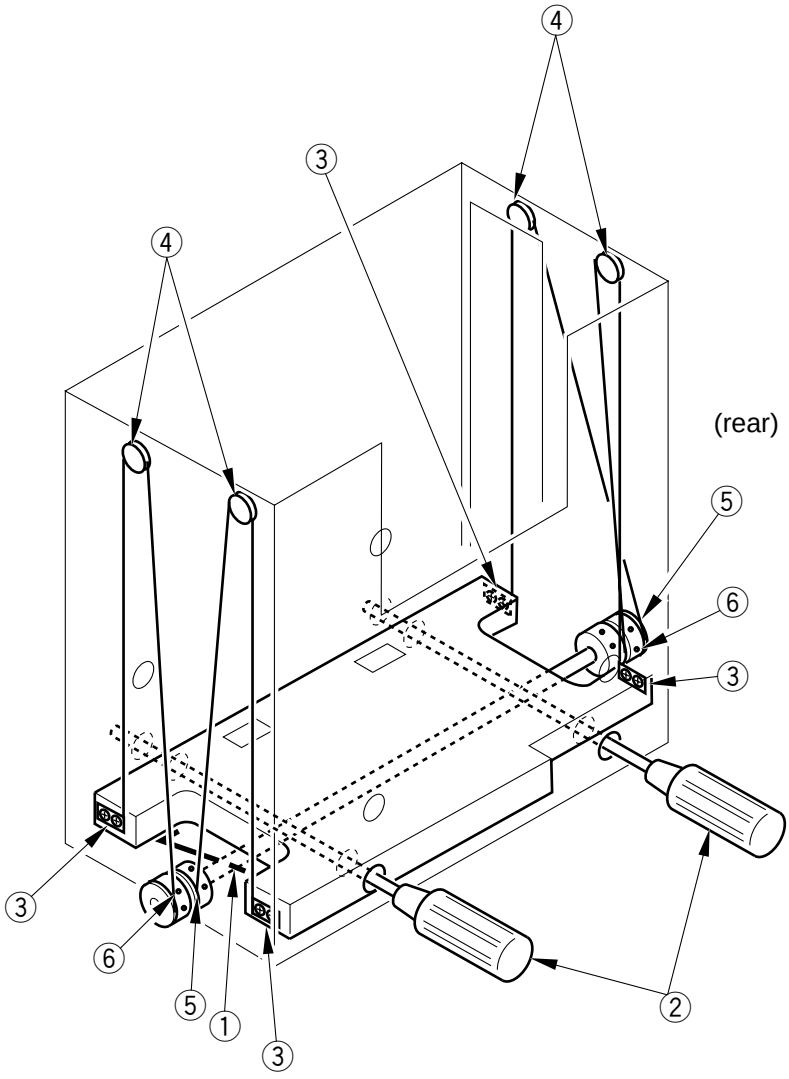

Figure 8-413
1) Check to make sure that the lifter drive shaft and the lifter are held in place with hex wrenches and screwdrivers. (① an ② of Figure 8-413)
2) Fix the cable fixing plate in place on the lifter with two screws. (③ of Figure 8-413)
3) Hook the lifter cable on the pulley. (④ of Figure 8-413)
4) Hook the ball of the lifter cable on the lifter drive shaft; then, wind it about 1.5 times along the groove of the pulley. At this time, be sure that the lifter cable is taut until the drivers have been lifted until they stop. (⑤ of Figure 8-413)
5) While keeping the spatial relationship, fix the pulley in place to the lifter drive shaft with two set screws. (⑥ of Figure 8-413)